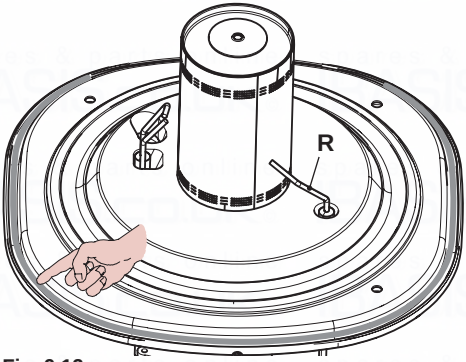

Fig. 9.13
- The silicon gasket on the front panel of the combustion chamber Fig. 9.13 has to be changed when deteriorated and in any case it is compulsory to substitute it every 2 years.
- The detection electrode R in Fig. 9.13 also functions as a sensor for the correct drainage of the condensate.